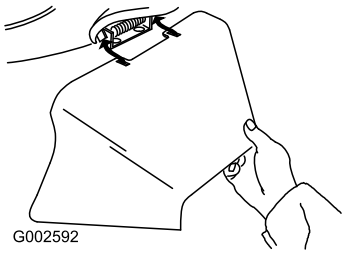

Bild 29
3. Setzen Sie den Seitauswurfkanal ein und schließen Sie die Klappe auf dem Auswurfkanal (Bild 29).